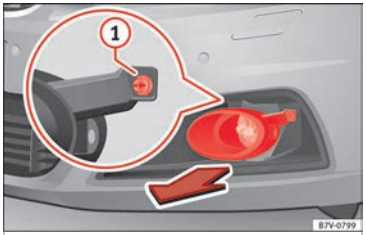

Afb. 109 Rechts op de voorbumper: Koplamp uitbouwen.
1. Trek voorwaarts aan de afdekking, in de richting van de pijl ››› afb. 109.
2. Draai de bevestigingsschroef ››› afb. 109 1 los met de schroevendraaier uit het wagengereedschap ››› pag. 83.
10. Draai de bevestigingschroef ››› afb. 109 1 vast met de schroevendraaier.
11. Plaats de afdekking in de bumper ››› afb. 109.